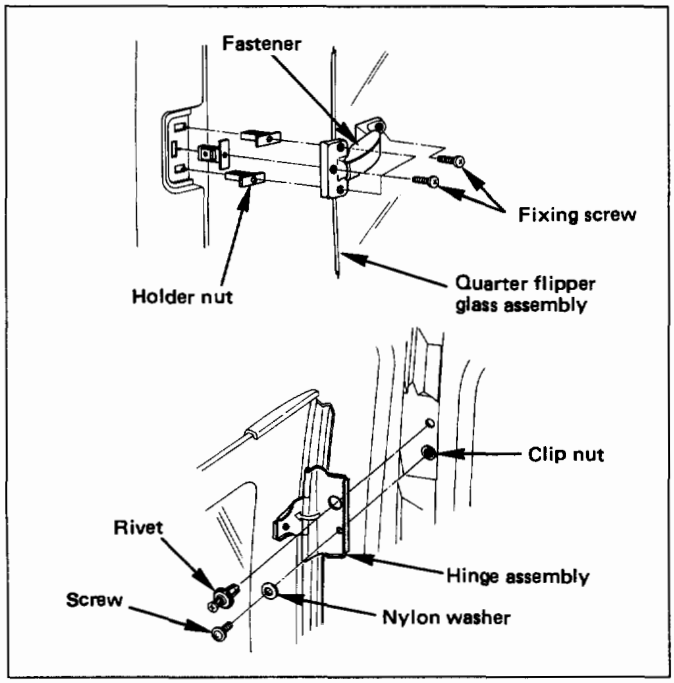

Fig. 10-139
- Remove the fixing screws and rivet. (Fig. 10-139)